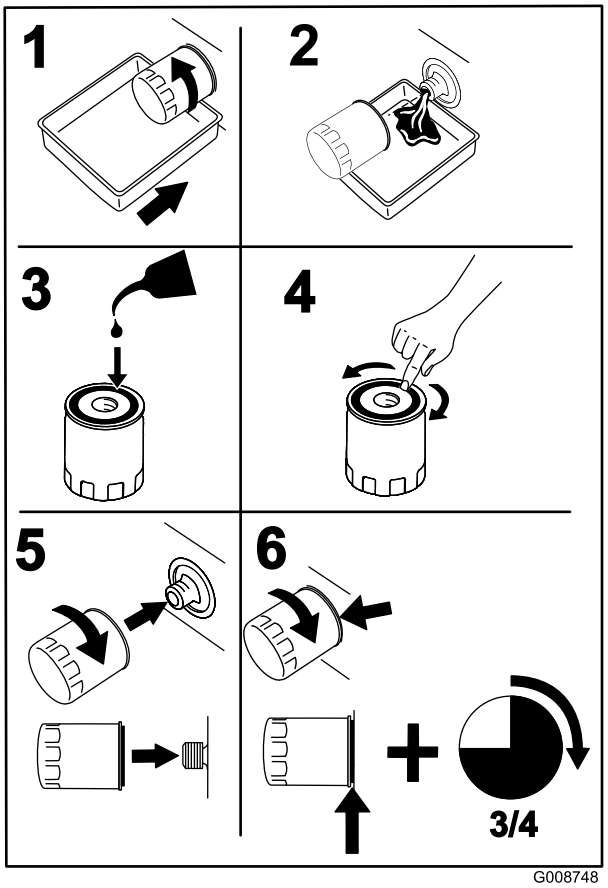

Figur 72
9. Plasser et tappefat under manifoldfilteret (Figur 72).